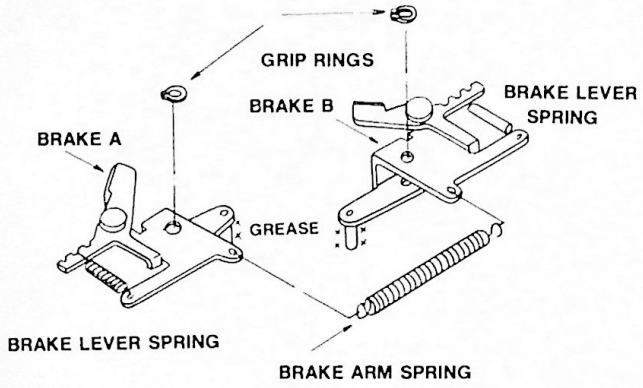

Figure 14. Supply Reel and Takeup Brake Removal
2. Removing one grip ring from each side allows the entire brake assembly to be removed — see Figure 14.